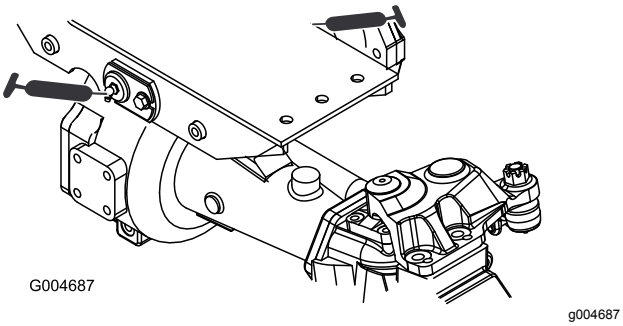

Figuur 60
- 2 lagerbussen van draaipunt van voor- en achteras (Figuur 60)